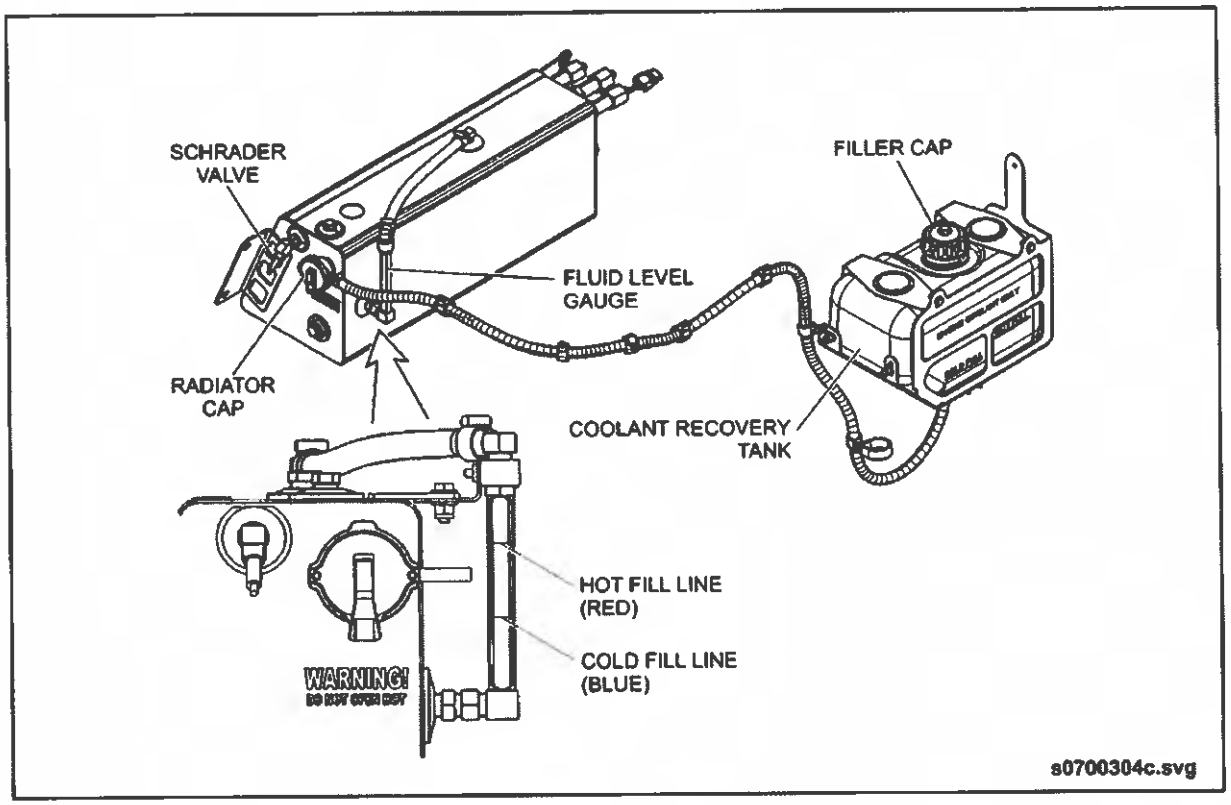

Fig. PM-24: Surge Tank Inspection
2. Top off coolant to the correct level as required using premix antifreeze. Refer to 2.33. "Fluid & Lubrication Guide" on page 86 in this section for antifreeze specification. See "Fig. PM-24: Surge Tank Inspection" on page 48.